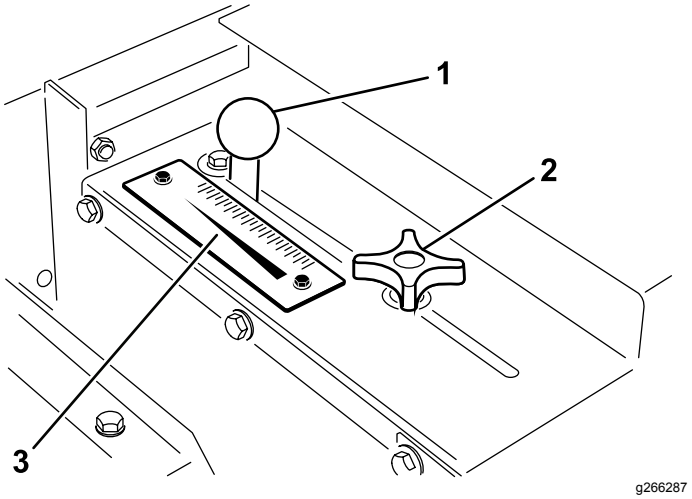

Figur 19
1. Løsne låseknotten (Figur 19) nok til at den kan gli fritt i sporet.
2. Sett lemknotten (Figur 19) i ønsket stilling og stram til låseknotten for å feste justeringen.
Bruk hastighetsskalaen (Figur 19) til å fastsette ønsket strømningshastighet. Se Hastighet for sandapplikasjon (side 18).